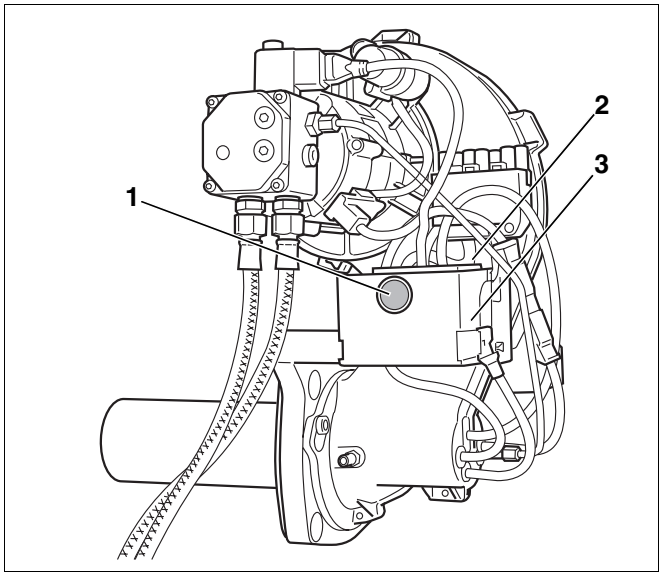

Abb. 16 Entstörtaster und Signalleuchte
- Entlüften Sie das System mit Hilfe der eingebauten Ölpumpe, nicht durch wiederholtes Drücken des Entstörtasters (Abb. 16, **Pos. 1**).
- Entstörtaster (Abb. 16, **Pos. 1**) länger als eine Sekunde drücken (einschalten). Nach ca. fünf Sekunden geht der Brenner in den Anfahr- bzw. Betriebsmodus (siehe Tabelle 11, „Anzeige des Betriebszustandes des Brenners über die mehrfarbige LED“, Seite 15).
- Entstörtaster drücken (Abb. 16, **Pos. 1**).